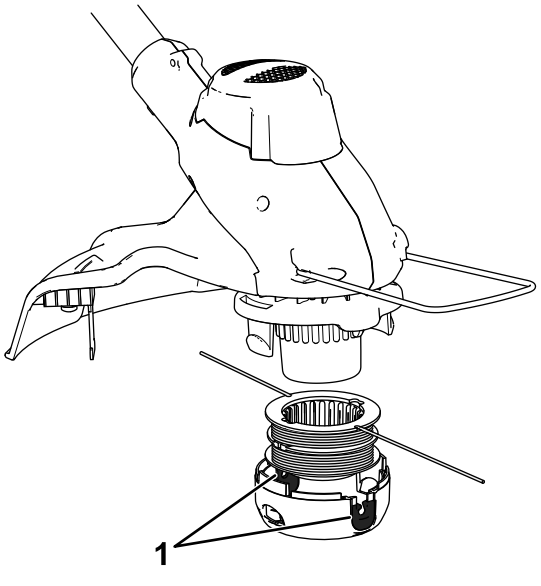

Figura 19
8. Instale el carrete en la tapa y pase los extremos del hilo por los orificios de la tapa como se muestra en la Figura 19.